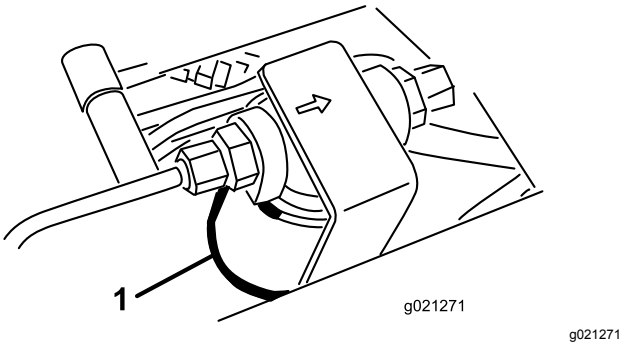
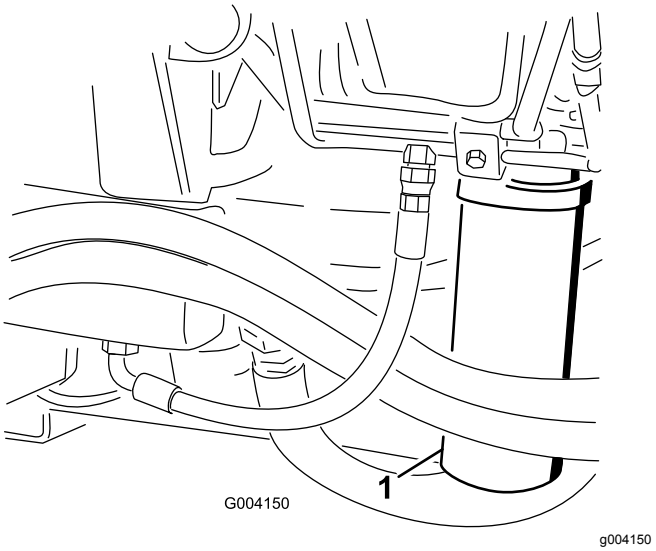

Figur 90
Figur 91
2. Rengør området rundt om filtermonteringsområdet, og sæt en bakke under filteret (Figur 90) og (Figur 91).